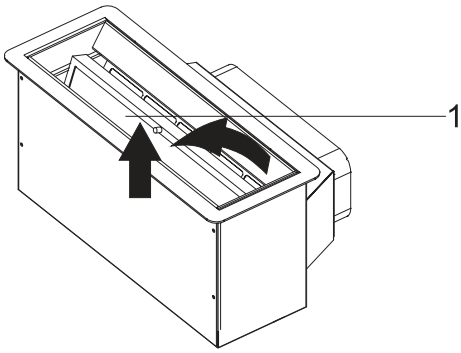

Abb. 23: Entfernung der Metallfettfilter
3. Legen Sie den Metallfettfilter nach vorne und entnehmen Sie es (Abb. 23).